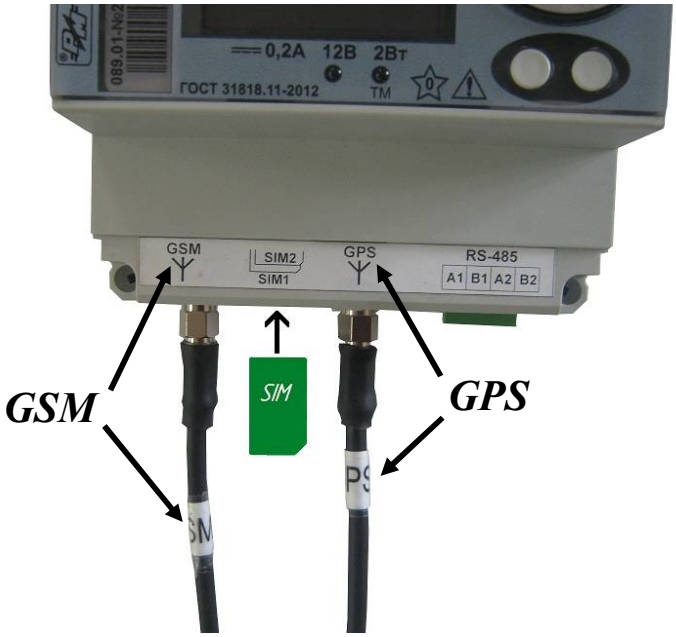

Рисунок 24
6.5 Подключить удлинители кабелей антенны GSM/GPS к ББ **в соответствии с обозначениями на кабелях**, вставить SIM-карту в разъем ББ **(см. рисунок 24)**.